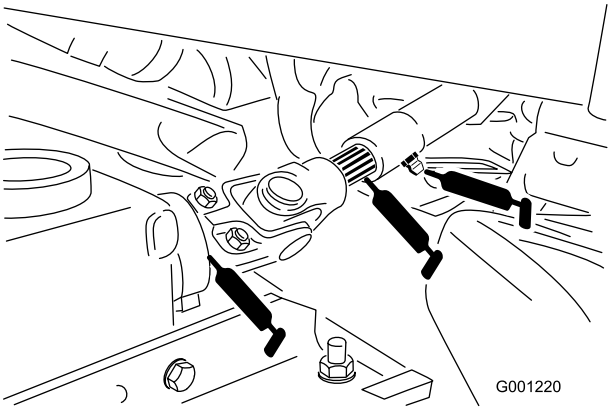

Figuur 37
- Universele aftakas (Figuur 37)